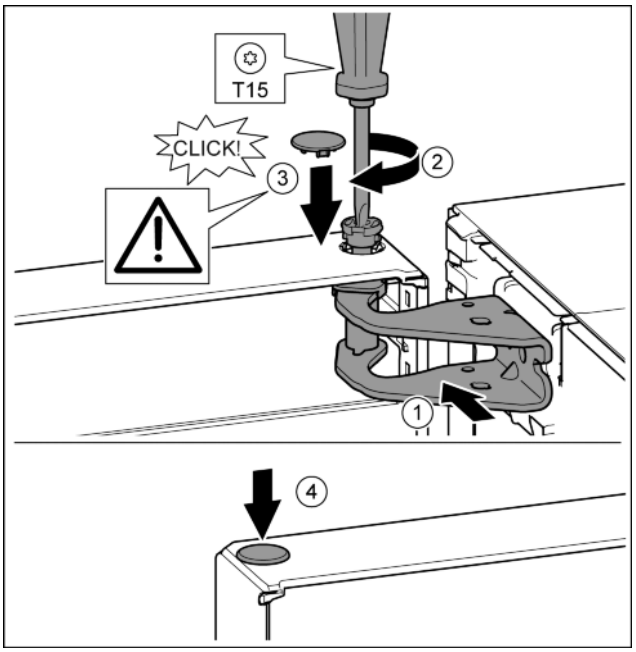

Fig. 24
- ▶ Дверь вверху выровнять по отверстию в опорном кронштейне. *Fig. 24 (1)*
- ▶ Вставить палец и затянуть отверткой T15. *Fig. 24 (2)*
- ▶ Установить предохранительную крышку для защиты двери: вставить предохранительную крышку и проверить, прилегает ли она к двери. В ином случае вставить палец полностью. *Fig. 24 (3)*
- ▶ Вставить заглушку. *Fig. 24 (4)*